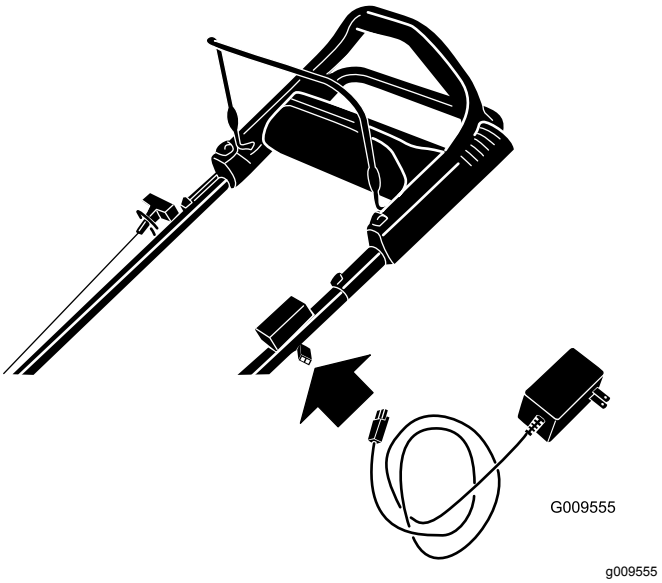

Rysunek 39
1. Podłącz ładowarkę do wiązki przewodów maszyny, umieszczonej pod kluczykiem zapłonu (Rysunek 39).